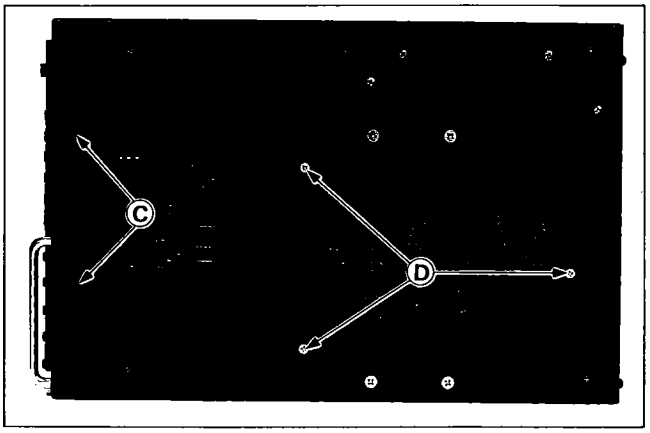

Fig. 5-2
Unscrew the three screws (D) in Fig. 5-2 and the Bottom Door can be removed.